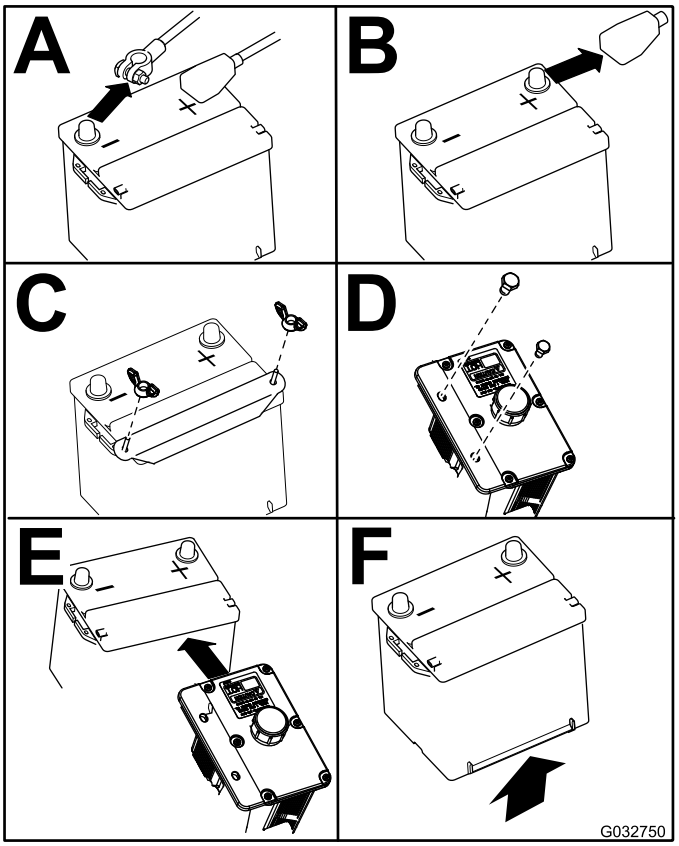

Figuur 73
4. Verwijder de accu zoals getoond in Figuur 73.